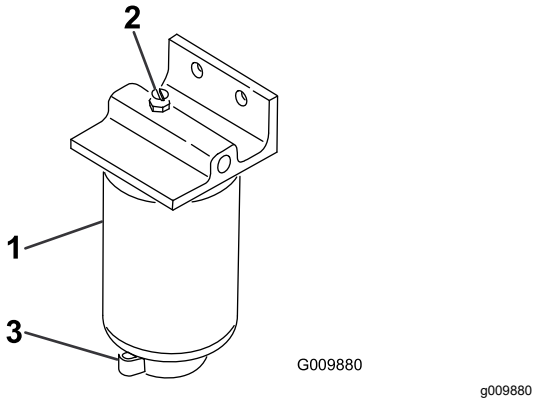

Figur 53
3. Lossa avtappningsventilen i botten på filterskålen (Figur 53).
2. Rengör området där filterskålen ska monteras (Figur 53).